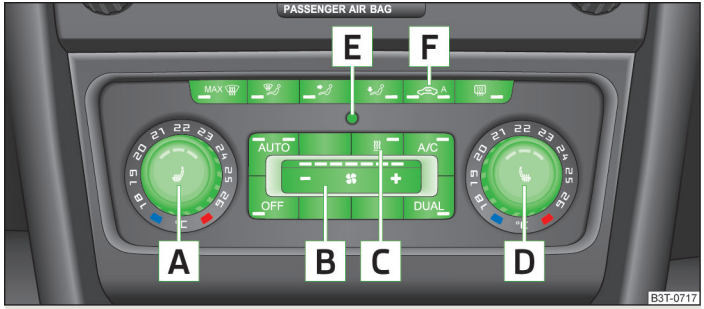

Fig. 108 **Climatronic: Control elements**
Functions of the individual controls » Fig. 108**:**
- Press the button AUTO » Fig. 108 on page 103.
- Turn the control dial A » Fig. 108 on page 103 to the left or right to increase or decrease the temperature.
› Turn the control dial D » Fig. 108 on page 103 to the left or right to increase or decrease the temperature.